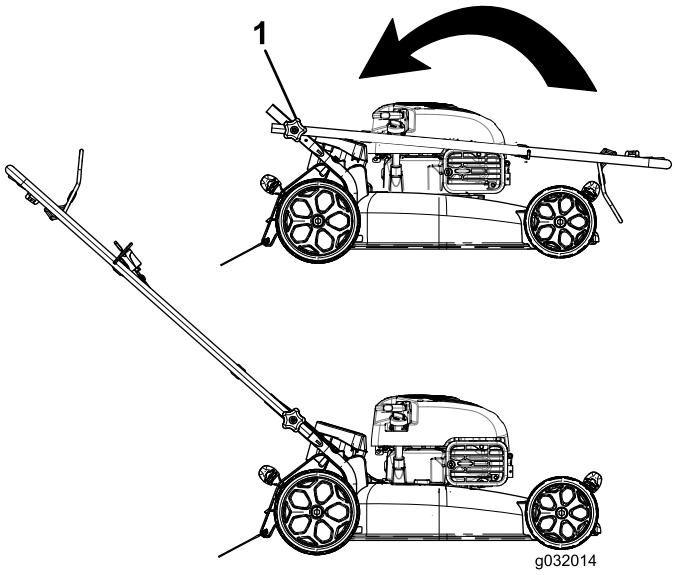

Rysunek 4
3. Przesuń uchwyt w pozycję roboczą (Rysunek 4).